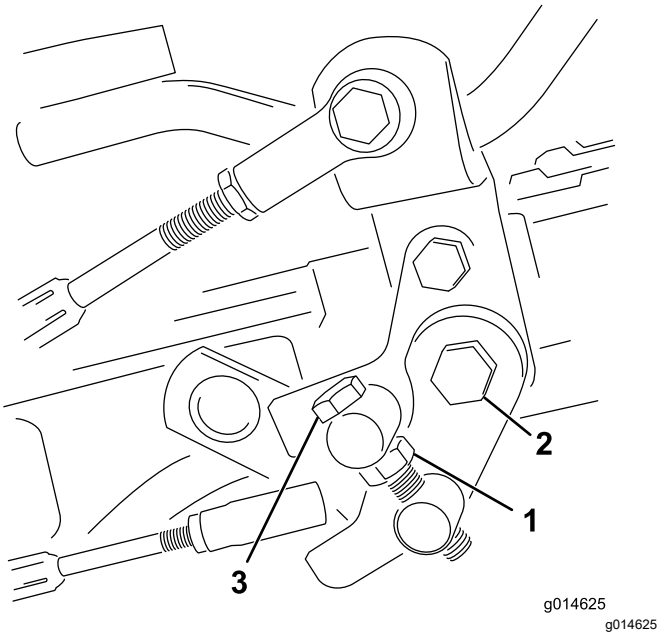

Figura 45
1. Allentate il controdado sul bullone di articolazione (Figura 45).
4. Serrate il controdado sul bullone di articolazione e il dado sul perno del pedale per fissare la regolazione (Figura 45). Controllate la messa a punto, e all'occorrenza ripetete la regolazione.